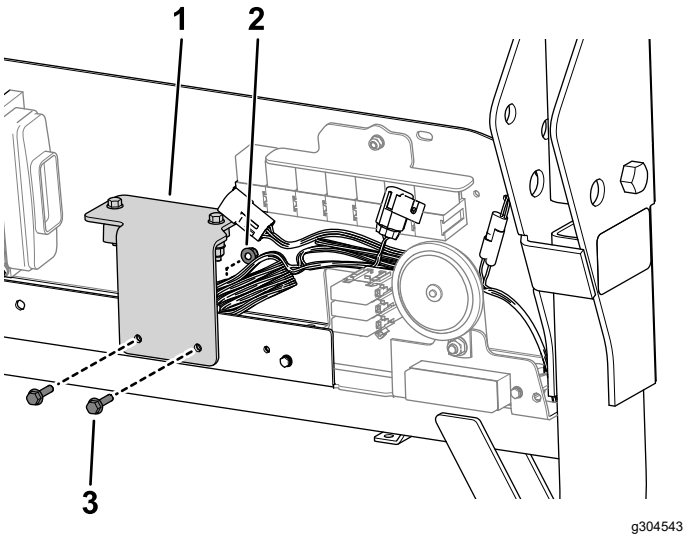

Figuur 10
14. Gebruik 2 bouten (M6 x 25 mm) en 2 flensmoeren (M6) om de bevestiging voor de hellingsensor aan het elektrische bord te bevestigen (Figuur 10).